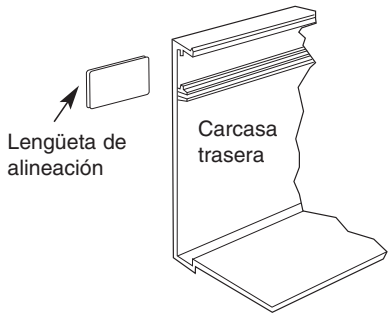

Fig. 6
8. Monte los calefactores en la pared utilizando tornillos, pernos o anclajes (suministrados por el instalador) que correspondan con el tipo de construcción de la pared. Las lengüetas de alineación pueden insertarse en las carcasas traseras adyacentes para garantizar una alineación uniforme. Vea la Fig. 6 para obtener detalles.